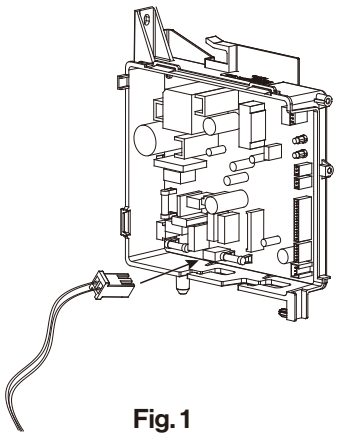

Fig. 1
5. Conectar el cable de la bomba en el conector situado en la parte central de abajo del PCB (Fig. 1).